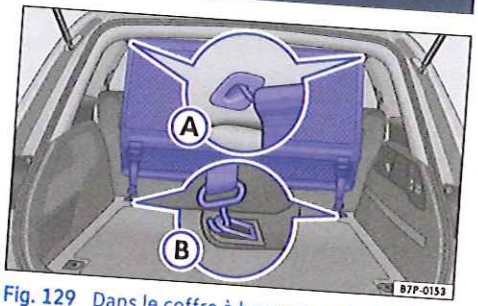

Fig. 129 Dans le coffre à bagages : mise en place du filet de séparation derrière la banquette arrière.
- Accrochez le filet de séparation dans le logement arrière gauche intégré au pavillon → fig. 129 Ⓐ. Veillez à ce que la barre transversale passe au-dessus de la position supérieure pour être amenée en position inférieure.
- Décrochez les crochets de retenue du filet de séparation des œillets de retenue inférieurs → fig. 129 Ⓑ ou → fig. 130 Ⓓ.
- Décrochez le filet de séparation du logement droit intégré au pavillon → fig. 129 Ⓐ ou → fig. 130 Ⓒ en comprimant la barre transversale.